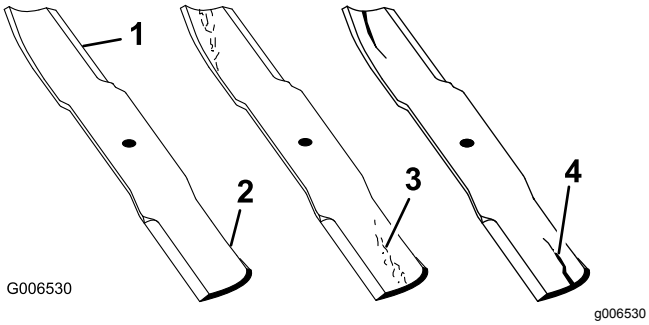

**Figur 51**
1. Efterse skærekanterne (Figur 51).
2. Efterse knivene, især det buede område (Figur 51).
**Bemærk:** Hvis kniven er beskadiget eller slidt, eller hvis der er antydning af en revne i dette område (nr. 3 og 4 på Figur 51), skal du straks montere en ny kniv.